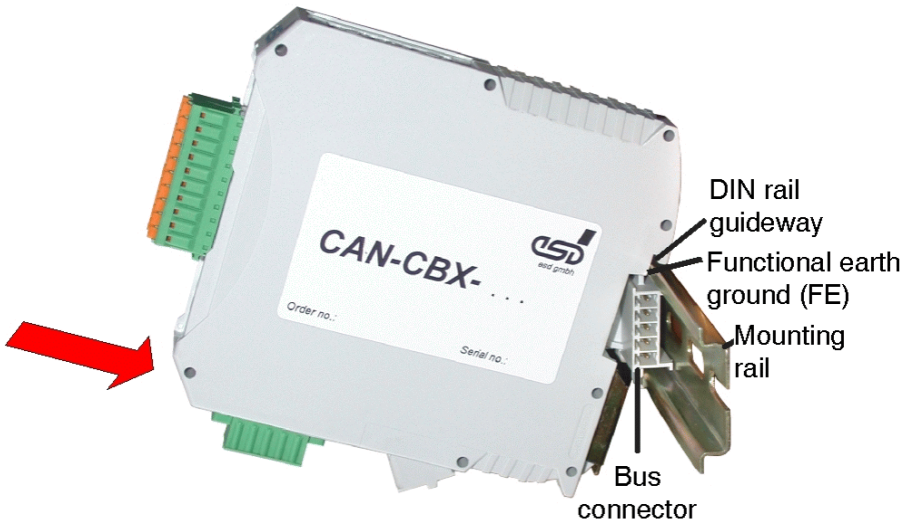

Figure 8 : Mounting CAN-CBX modules
3. Swivel the CAN-CBX module onto the mounting rail in pressing the module downwards according to the arrow as shown in figure 8. The housing is mechanically guided by the DIN rail bus connector.